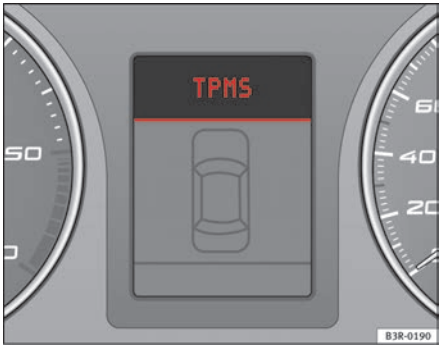
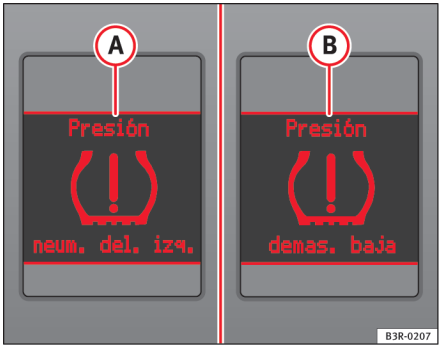

Fig. 45 Display: system fault
Fig. 46 Display: warning message
The yellow warning (!) lamp remains on if the system is faulty or if the pressure is too low in at least one tyre. In the event of a system fault, the letters TPMS are displayed in the centre of the instrument panel ⇒ page 66, fig. 45. If the tyre pressure drops rapidly, the message (A) ⇒ page 66, fig. 46 will be shown on the central display of the instrument panel. If the pressure loss is more gradual, the message (B) ⇒ page 66, fig. 46 will be shown on the central display of the instrument panel. This message does not show the tyre affected. Should any of these warnings be displayed: